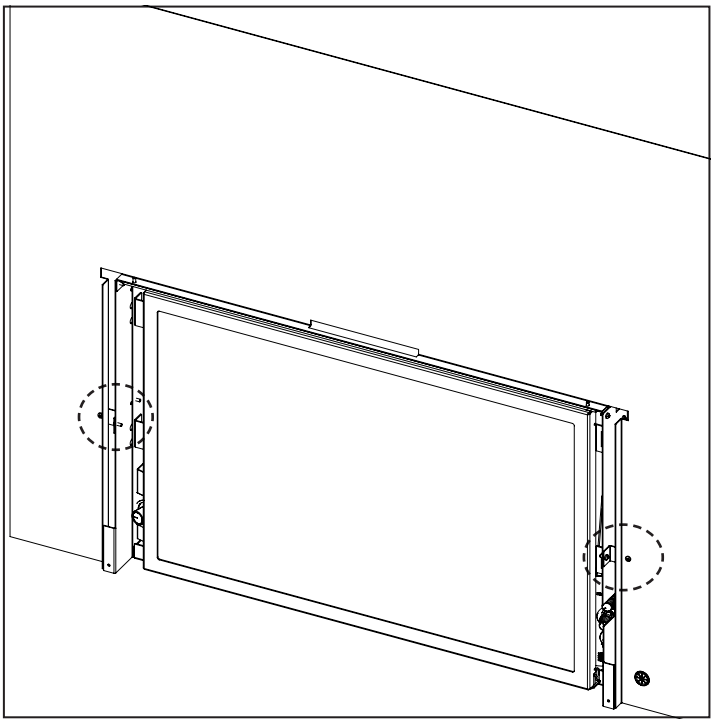

Figure 34: Trimmable Panel Installed
3. Using the remaining hardware attach the Trimmable Panel to the Panel Brackets using a T-20 Torx screwdriver (See Figure 34).